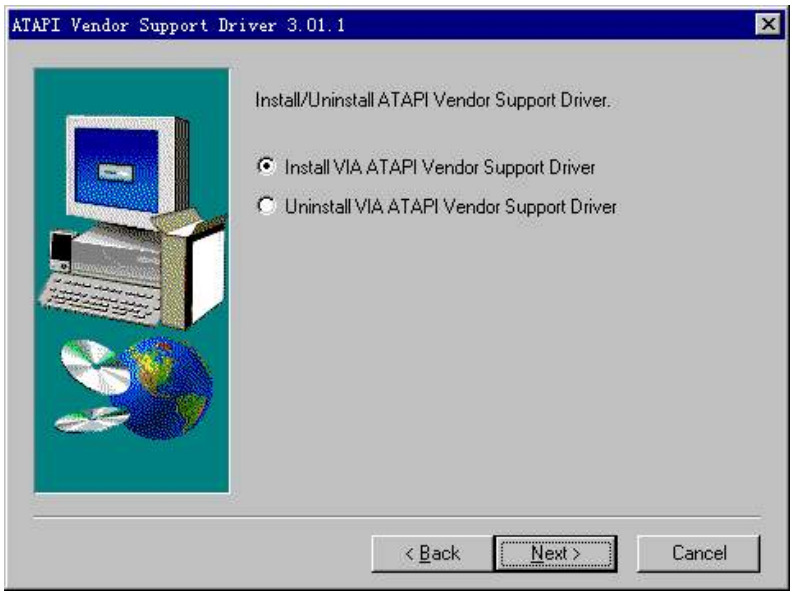

图 4-1-4
4、出现“ ATAPI ”驱动安装画面，点击“ Next ”继续(如图 4-1-4)。